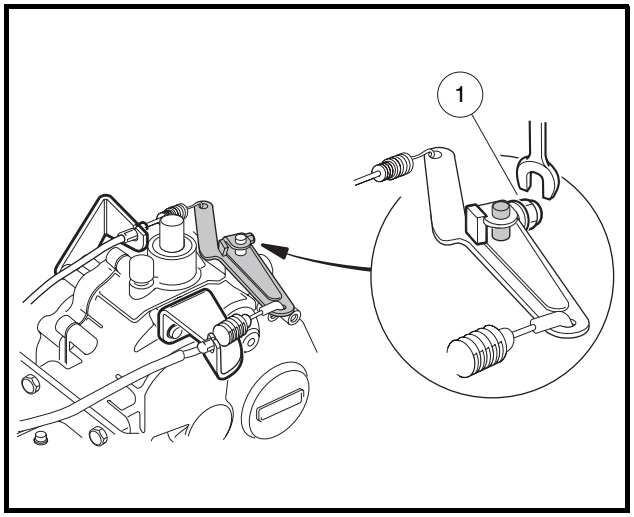

Figure 16-31 Governor Arm
19. Loosen, but do not remove, the governor arm retaining bolt (1) **(Figure 16-31, Page 16-13)**. Remove the governor arm from the shaft. Do not disconnect cables.